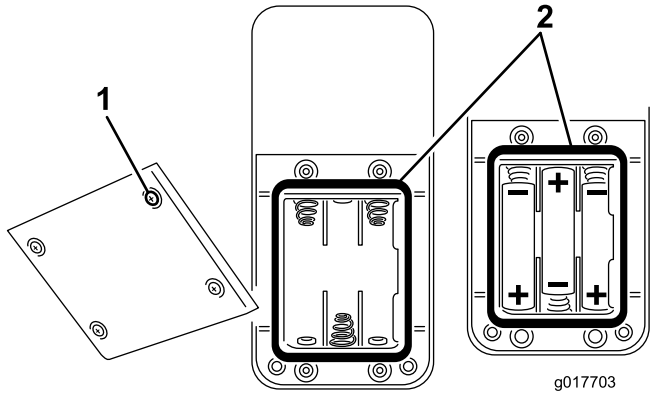

Figur 34
2. Hvis batterierne monteres i et tomt batterirum, skal der monteres tre nye AAA-batterier. Sørg for, at batterierne er placeret som vist i Figur 34.
3. Hvis der udskiftes brugte batterier, skal de gamle batterier fjernes, og tre nye AAA-batterier skal monteres. Sørg for, at batterierne er placeret som vist i Figur 34.